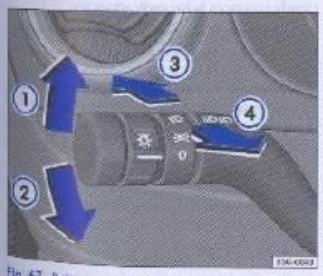

Fig. 67 Palanca de los indicadores de dirección y de conmutación de los faros
– Mueva la palanca hacia arriba hasta el tope ⇒ fig. 67 ①, para indicadores de dirección **a la derecha**, y hacia abajo ②, para indicadores de dirección **a la izquierda**. La luz correspondiente en el cuadro ⇦ o ⇨ parpadea también. ▶
– Para encender los faros de carretera / cruce[27], presione la palanca ⇒ página 91, fig. 67 ③ en la dirección del cuadro, con el encendido conectado. Con los faros de carretera conectados, aparece en el cuadro una luz correspondiente al faro de carretera ≡D y se apagan los faros de cruce ⇒ ⚠
– Para apagar, presione la palanca ⇒ página 91, fig. 67 ④ en la dirección del volante.
– Con los faros apagados, presione la palanca en dirección al volante ⇒ página 91, fig. 67 ①, para accionar las señales de luces. Durante las señales de luces, se enciende la luz correspondiente al faro de carretera ≡D en el cuadro.